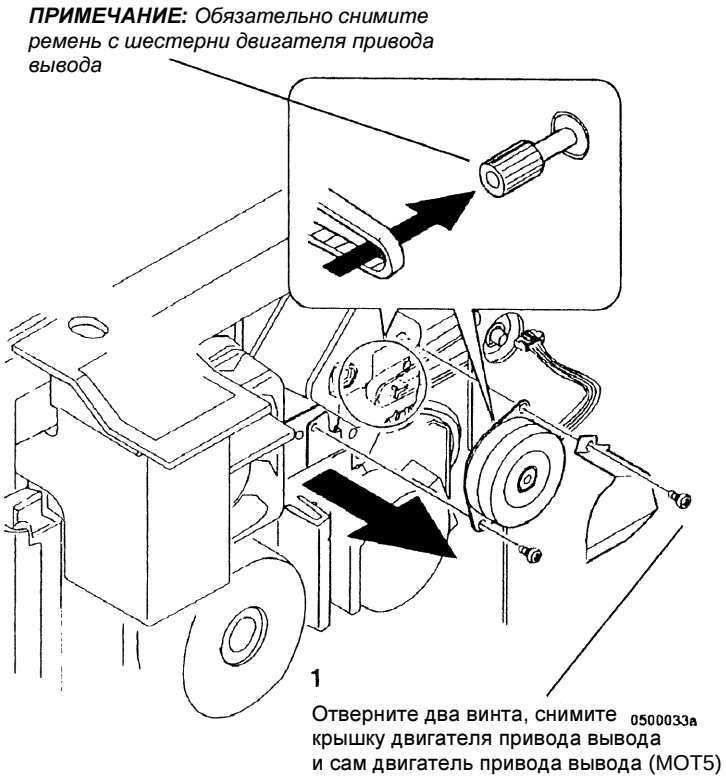

Рисунок 4 Снятие двигателя привода вывода (MOT5)
5. (Рисунок 4): Снимите двигатель привода вывода (MOT5)